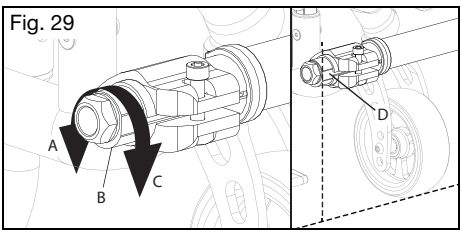

Fig. 29
3. Rotate the camber tube (Fig. 29:B). Rotating towards the front of the chair (Fig. 29:A) changes the angle of the wheels in and rotating towards the rear (Fig. 29:C) of the chair changes the angle of the wheels out.
NOTE: The flat sides of the camber tube should be perpendicular to the ground (Fig. 29:D).